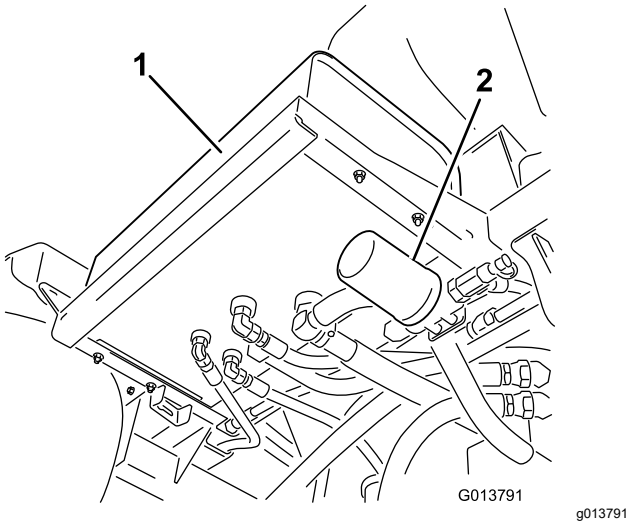
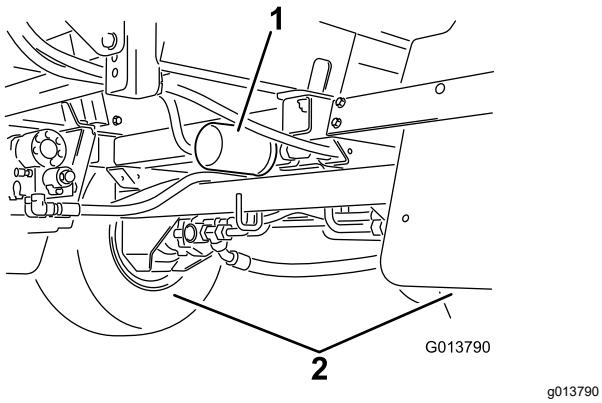

Рисунок 109
Рисунок 110
2. Найдите два гидравлических фильтра на машине (Рисунок 109 и Рисунок 110).